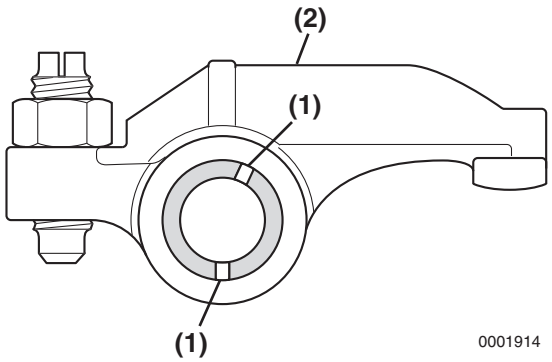

Figure 6-31
*Ensure the lubrication holes in the rocker arm shaft **(Figure 6-31, (1))** are oriented correctly with respect to the rocker arms **(Figure 6-31, (2))**.*